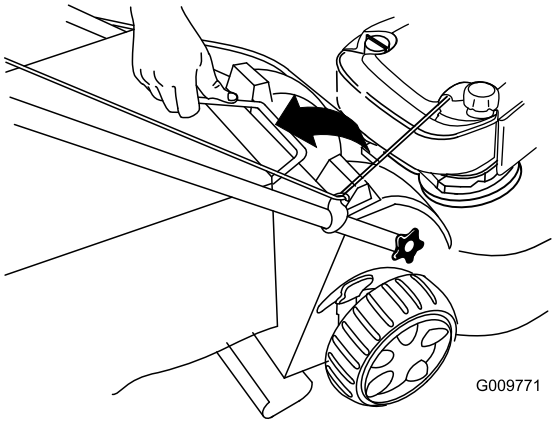

Figur 25
2. Løft gressposehåndtaket ut fra sporet på toppen av gressklipperen og fjern posen fra gressklipperen (Figur 25).